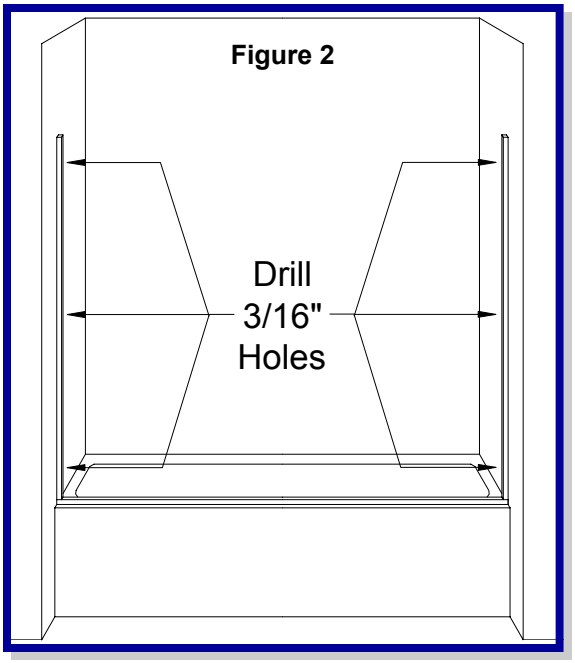

Figure 2
- Measure, plumb, level and mark both sides of the tub/shower opening for the wall jambs (center the wall jamb with the bottom rim width of the opening, for proper sill placement later.) ***(See Figure 2)***
- Measure the wall to wall opening on the tub/shower rim between the jambs. ***(See Figure 2)***